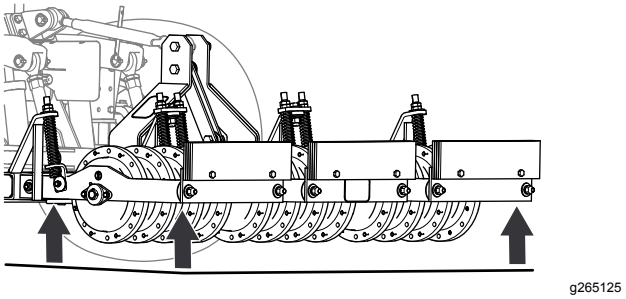

Rysunek 19
7. Ustaw łączniki 3-punktowego zawieszenia tak, aby wypoziomować aerator w osi przód-tył i w osi lewo-prawo (Rysunek 19), patrz instrukcja obsługi zespołu jezdnego.